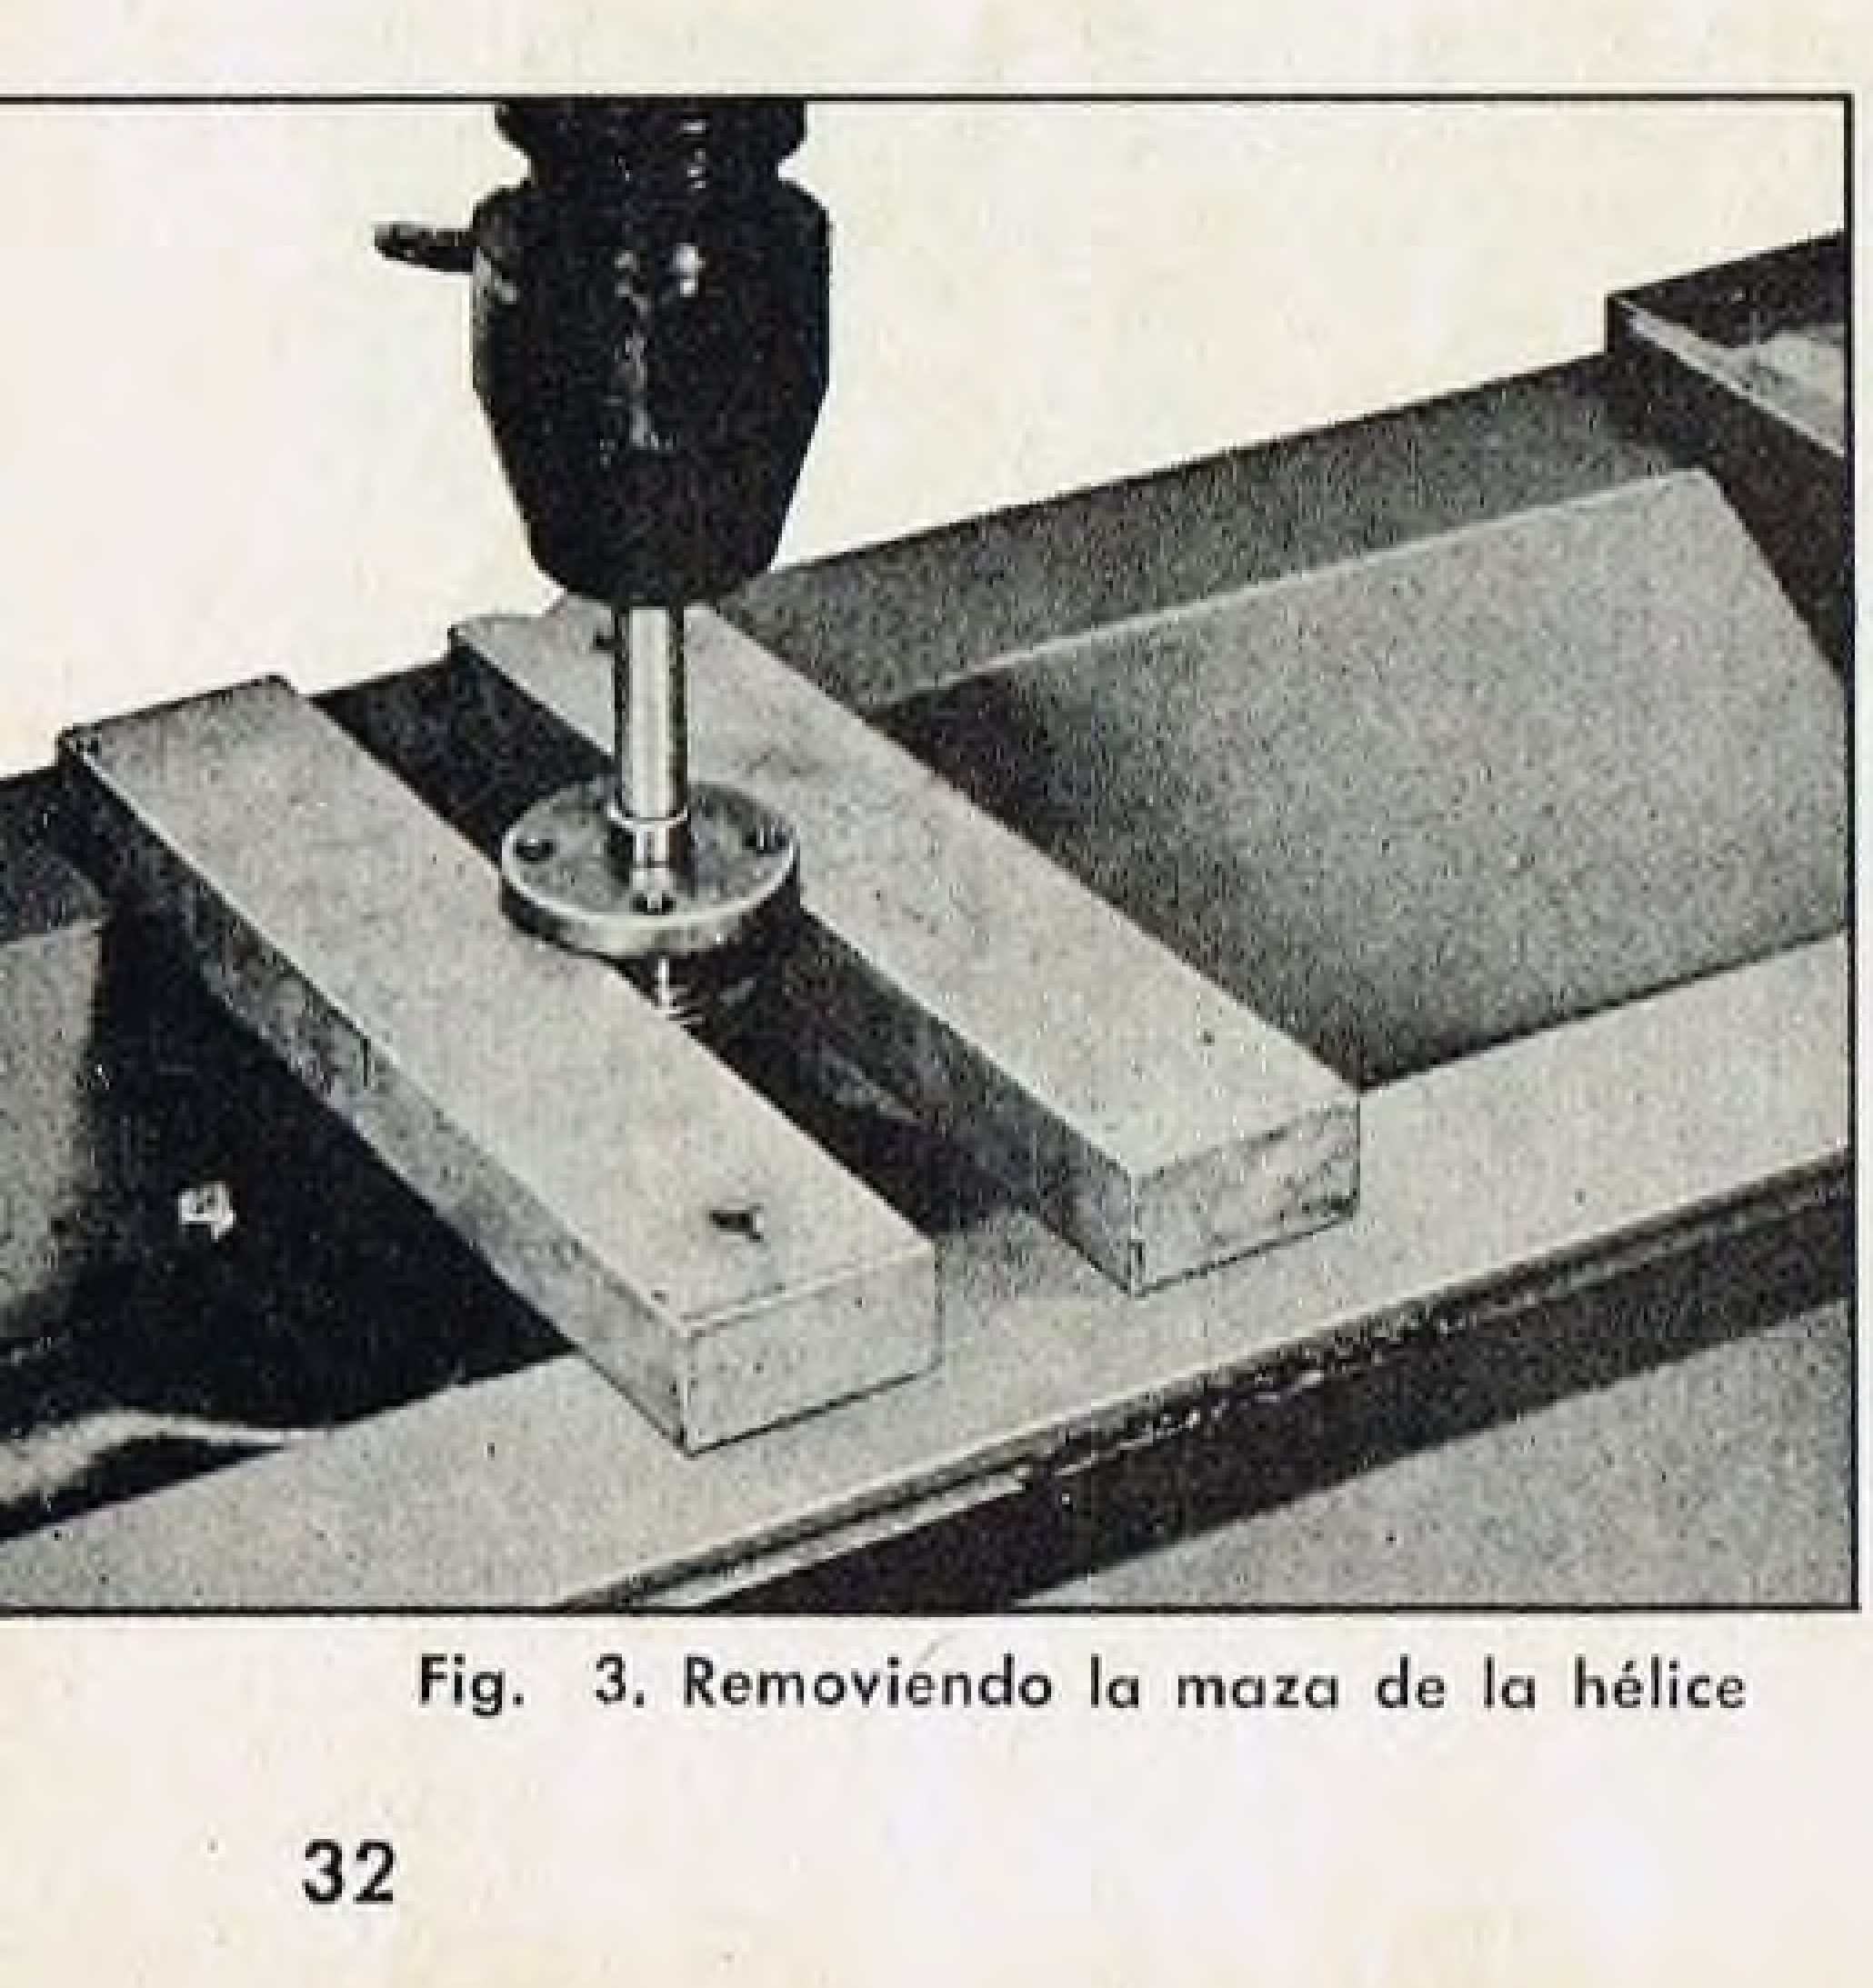

Fig. 3. Removiendo la maza de la hélice
4.—Fije la bomba en la prensa como se muestra en la Fig. 3, presione el eje y el conjunto impulsor fuera de la bomba aplicando presión sobre el anillo exterior del cojinete del eje solamente.